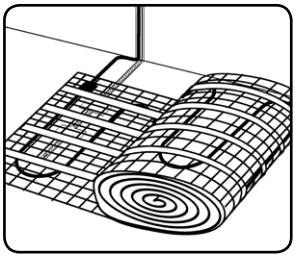

fig. 5
-Retirar la manta calefactora ADPSZV de su caja y prepararla para su colocación. Asegurar que el tubo de protección de la sonda de suelo se encuentra en medio de una espira (entre cables)(Ver fig. 5).